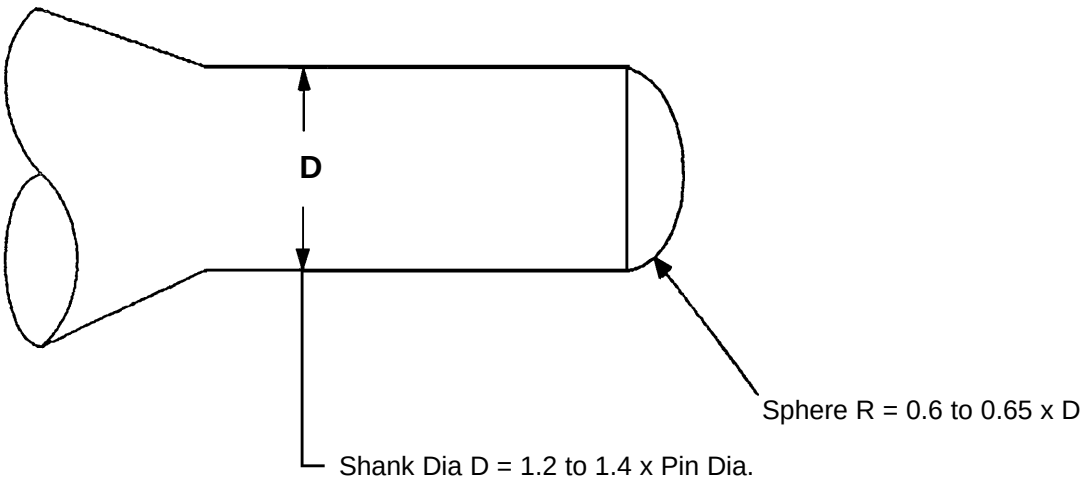

Figure 1. Staking Punch Configuration
(1) Place punch adjacent to pin hole such that shank outside diameter is approximately flush with pin hole outside diameter. (See figure 1).
(2) Hold punch top away from pin hole at approximately five degrees.
(3) Strike punch with hammer to deform metal slightly over top of pin.
(4) Additional stakes (restakes) are permitted if deformed metal is broken off.
(5) Total stake attempt locations permitted is three.
2. This work package (WP) provides the instructions for replacement of studs used in the T56−A−427 turboprop engine.
a. Figure 1 provides stud driving torque limits for setting all fine and coarse thread studs of aircraft quality steel. Torque limits for other thread sizes and special applications are on drawings.